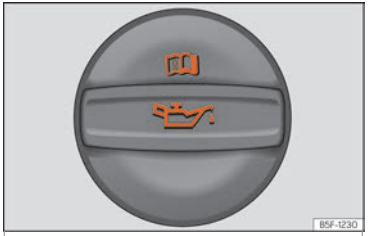

Fig. 225 Tapón de la boca de llenado de aceite del motor en el vano motor.
- Desenrosque el tapón de la boca de llenado de aceite del motor ››› fig. 225.